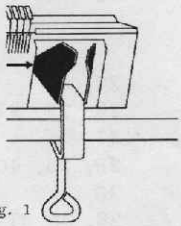

Fig. 1
1) Das Bett an den Tischrand stellen und mit den beiden Zwingen anschrauben (Fig. 1). Falls das Bett an einem speziellen PASSAP-Tisch angebracht werden soll, die mitgelieferten Flügelschrauben verwenden. Die Beschreibung für diese Befestigung finden Sie auf dem kleinen Beutel, der die Flügelschrauben enthält.